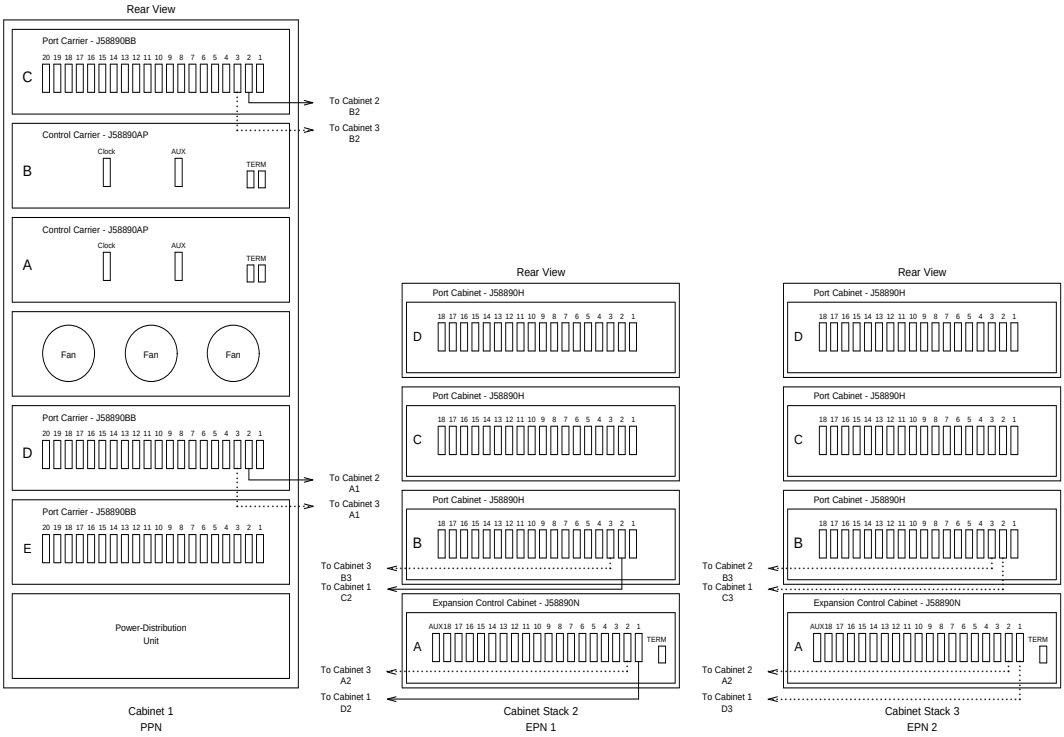
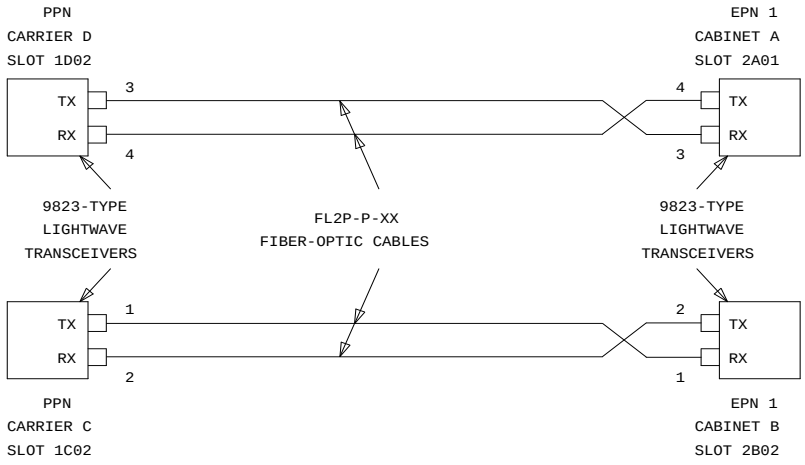
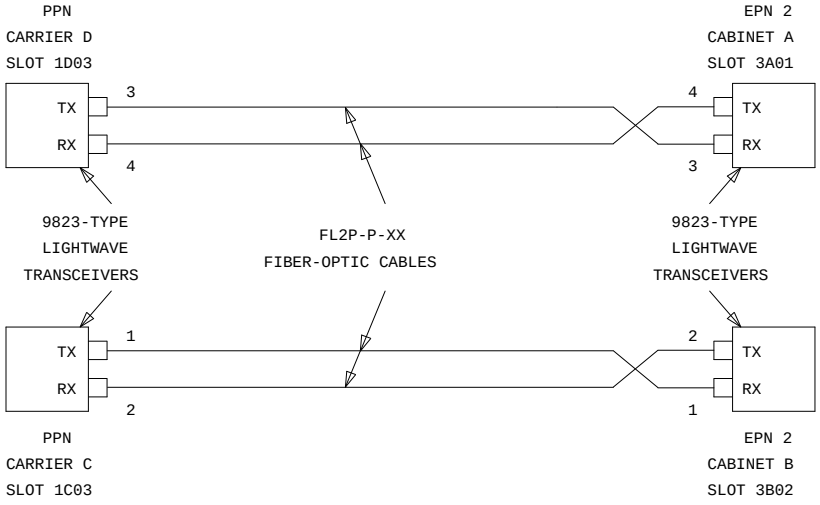
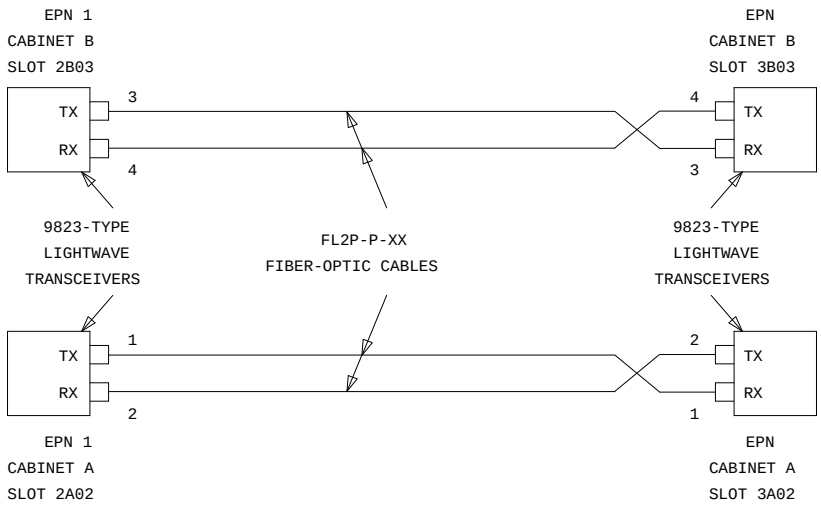

Figure 7-27. Critical-Reliability G3r V4 with Two or Three Port Networks
Figure 7-28. Fiber-Optic Connections PPN to EPN1
Figure 7-29. Fiber-Optic Connections PPN to EPN2
Figure 7-30. Fiber-Optic Connections EPN1 to EPN2
The connectors on the lightwave transceivers are labeled either “TX” (transmit) or “RX” (receive), while the fibers attached to each connector are numbered either ‘‘1’’ or ‘‘2.’’ A viable fiber connection is only made when both fibers in each cable (that is, ‘‘1’’ and ‘‘2’’) route from the “TX” connector of a port network to the “RX” connector of its adjacent port network. For an example, refer to Figure 7-28.)
1. Behind port carrier C of the multicarrier PPN (see Figure 7-27, Figure 7-28, Figure 7-29, and Figure 7-30):